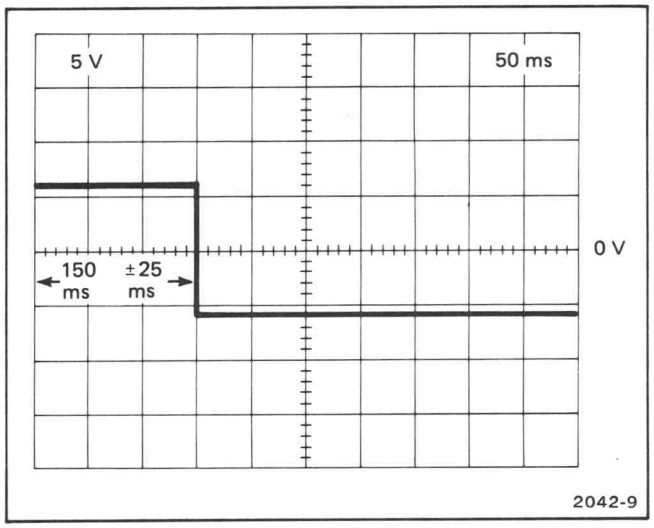

Fig. 3-10. QRS width.
b. CHECK--Pulse duration at TP371 is 150 ms, [plus or minus] 25 ms (see Fig. 3-10).